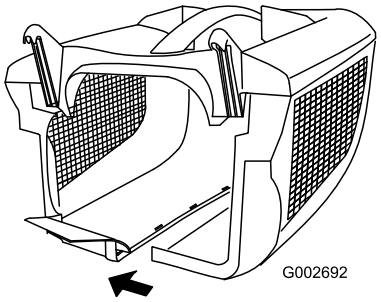

Figuur 9
3. Houd het overblijvende deel van de zijkanten tegenover elkaar en druk ze, beginnend vanaf de achterzijde, aan elkaar vast (Figuur 9).